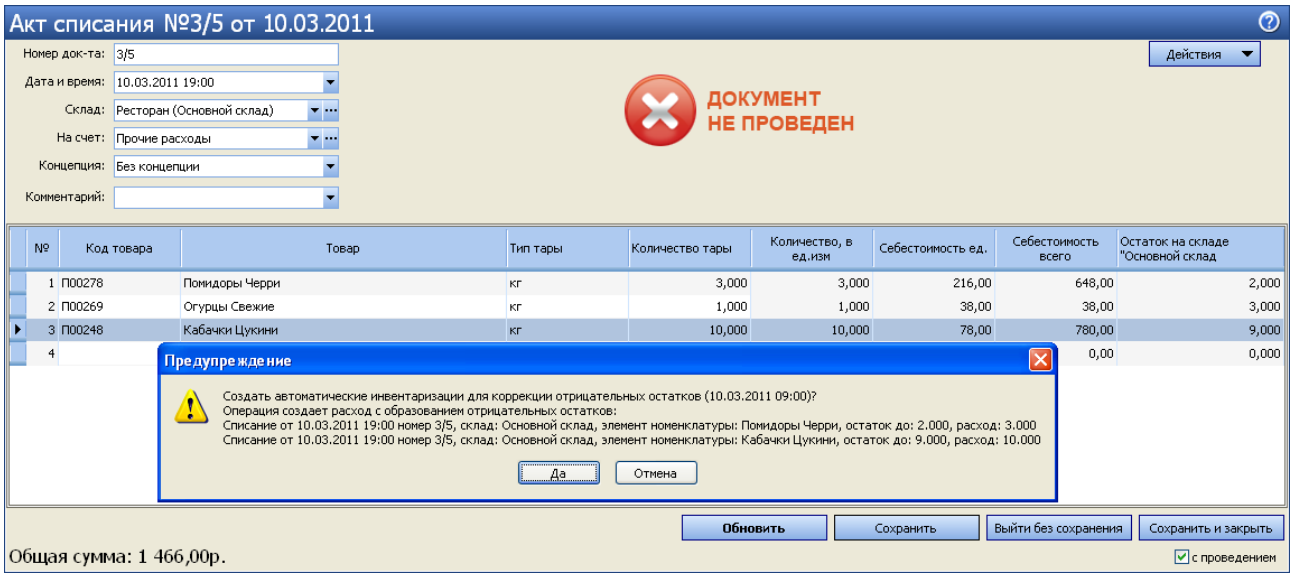

Рисунок 216 Акт списания с образованием отрицательных остатков
4. После заполнения документа нажмите кнопку **Сохранить и закрыть** (или **Сохранить**), а затем кнопку **Да** (см. Рисунок 216).